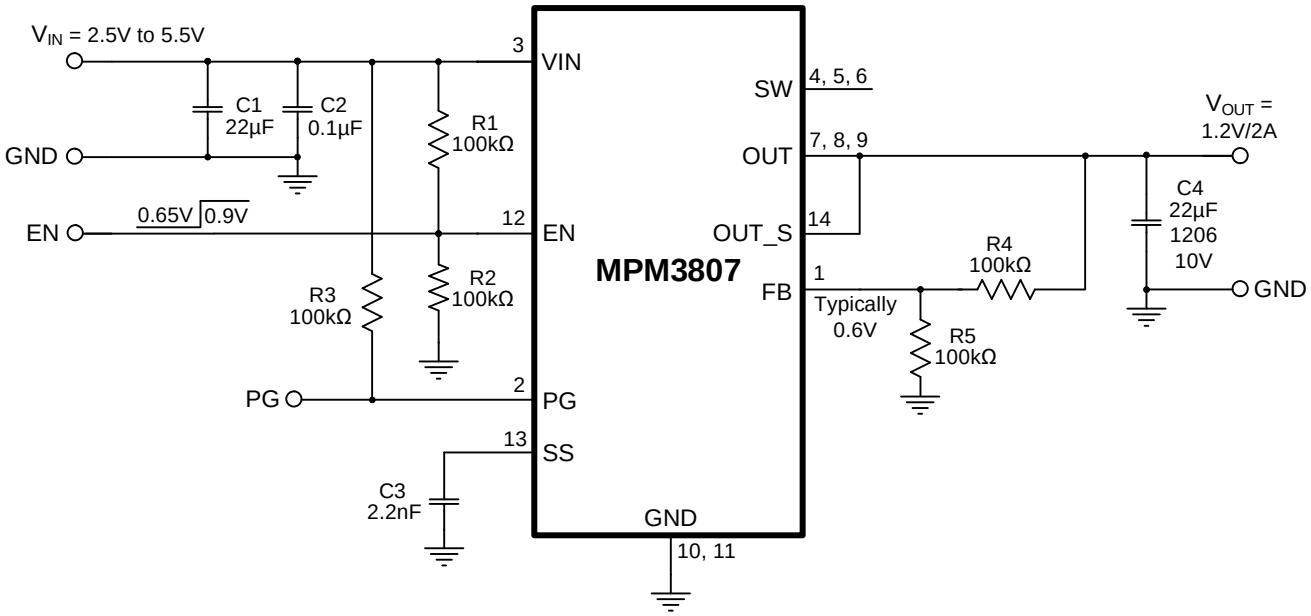

Figure 13: Typical Application (Adjustable Output, V_{OUT} = 1.2V)
11) The recommended PCB layout is based on Figure 13 on page 25.